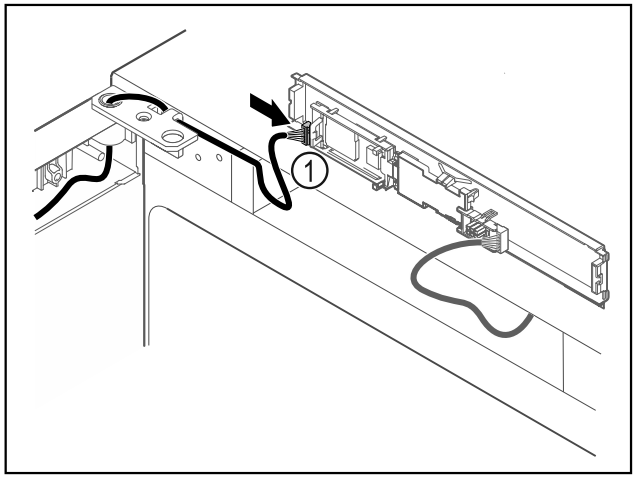

Fig. 56
▶ Introduceți fișa *Fig. 56 (1)* la placa electronică.